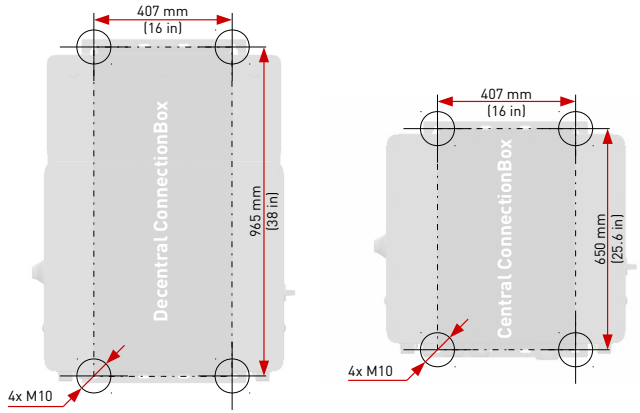

Fig. 14: Montageabmessungen
1. Montageschienen anhand der Abbildung 14 montieren. Dabei darauf achten, dass die ConnectionBox einen Winkel von mindestens 10° aufweist.